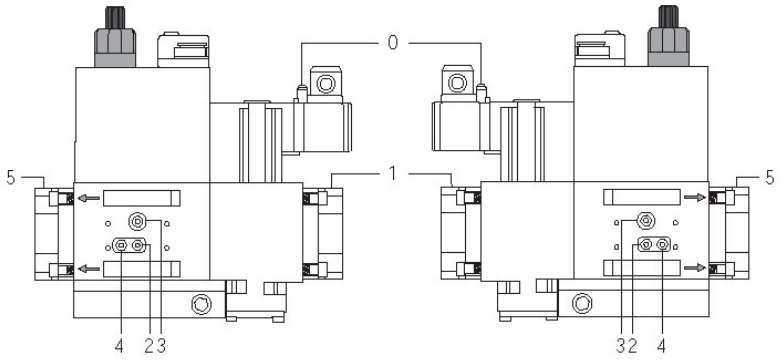
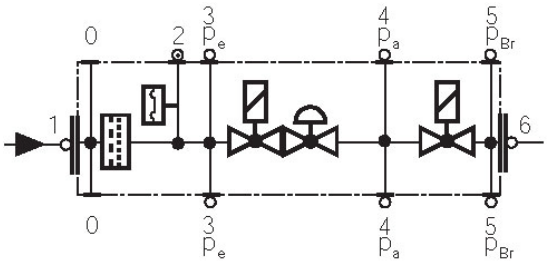

Fig. 29
Fig. 30
- Pulire o sostituire il filtro se la differenza di pressione fra i punti 1 e 2 (Fig. 29-Fig. 30) $\Delta p > 10$ mbar.